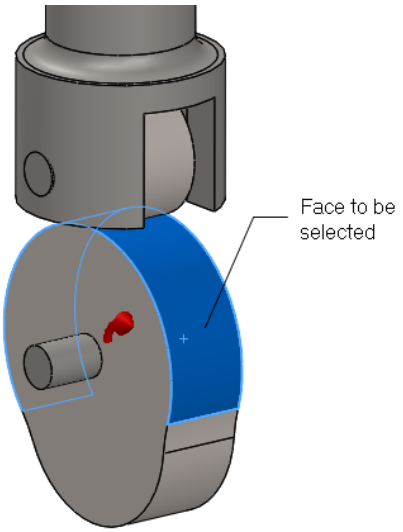

Figure 20-27 *Face to be selected for specifying direction of rotation*
3. Select the round face of the cam; a motor is applied. Also, the direction of rotation is indicated by a red arrow, refer to Figure 20-27.